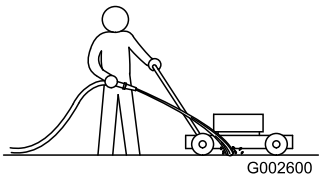

Figuur 30
1. Plaats de machine op een vlak, verhard oppervlak, laat de motor lopen en spuit een straal water voor het **rechter** achterwiel (Figuur 30).